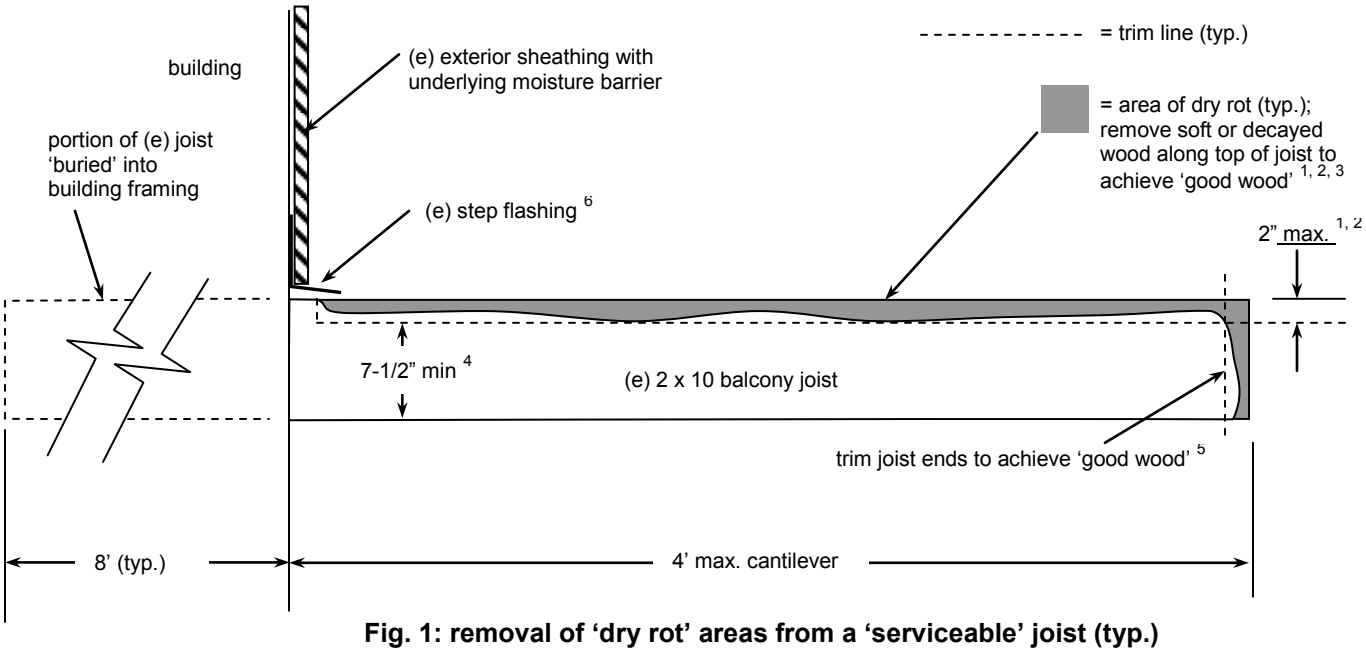

Fig. 1: removal of 'dry rot' areas from a 'serviceable' joist (typ.)
A joist may also exhibit deterioration at its end due to susceptibility of the end-grain to water absorption and decay. To cost-effectively address this situation, remove all decayed wood at the end(s) by shortening all joists by the same amount, leaving only sound wood for the attachment of posts and rim joist in compliance with this prototype. See **Figure 1: Removal of 'dry rot' areas from a 'serviceable' joist.**
Remove all deteriorated wood (to a maximum depth of 2"). This may be done all along the span of the joist or only in specific areas, depending on the extent of deterioration. See **Figure 1: Removal of 'dry rot' areas from a 'serviceable' joist.**
Caution: Multiple joists may be "sistered" but no more than two adjacent joists may be "sistered". See **Figures 1, 2, & 3** for important details.
If deterioration extends more than 50% of the original 2 x 10 joist, **"partially replace"** the joist by cutting it off where necessary and replacing it with a matching board in between a new cripple header and the rim joist. This prototype limits "partial replacement" to a total of two joists (not adjacent) per balcony. In addition to Figures 1, 2 & 3, see **'Figure 5: Partial replacement of joist'** for important details.
After all joists have been inspected and repaired, new rim joist installed and all fascias replaced as described above and in Figures 1 through 5, rebuild the posts, railings, balusters and decking as described in Figures 6 and 7.
2. Do not remove more than 2" along the top of each (e) 2x10 joist without sistering or partially replacing joist. See Figure 1 for additional requirements.